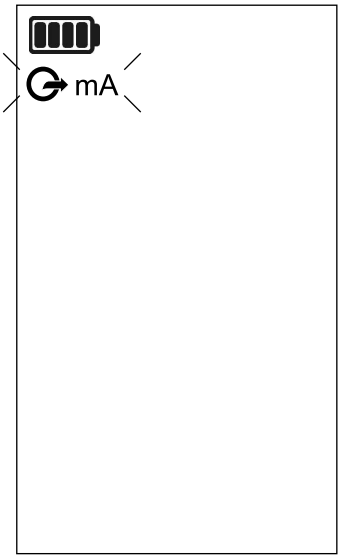

Abbildung 2-3: Typischer Startbildschirm
1. Um den Kalibrator mit Strom zu versorgen, drücken Sie die **Ein-/Aus-Taste** , bis der Bildschirm funktioniert. Normalerweise wird der Summer betätigt, der UPS4E-Text angezeigt und dann ein typischer Startbildschirm angezeigt. Siehe Abbildung 2-3. Wenn es sich um die erste Verwendung des Kalibrators nach dem Einsetzen neuer Batterien handelt, werden Sie aufgefordert, Datum und Uhrzeit einzugeben. Siehe „Erste Verwendung - Datum und Uhrzeit“.